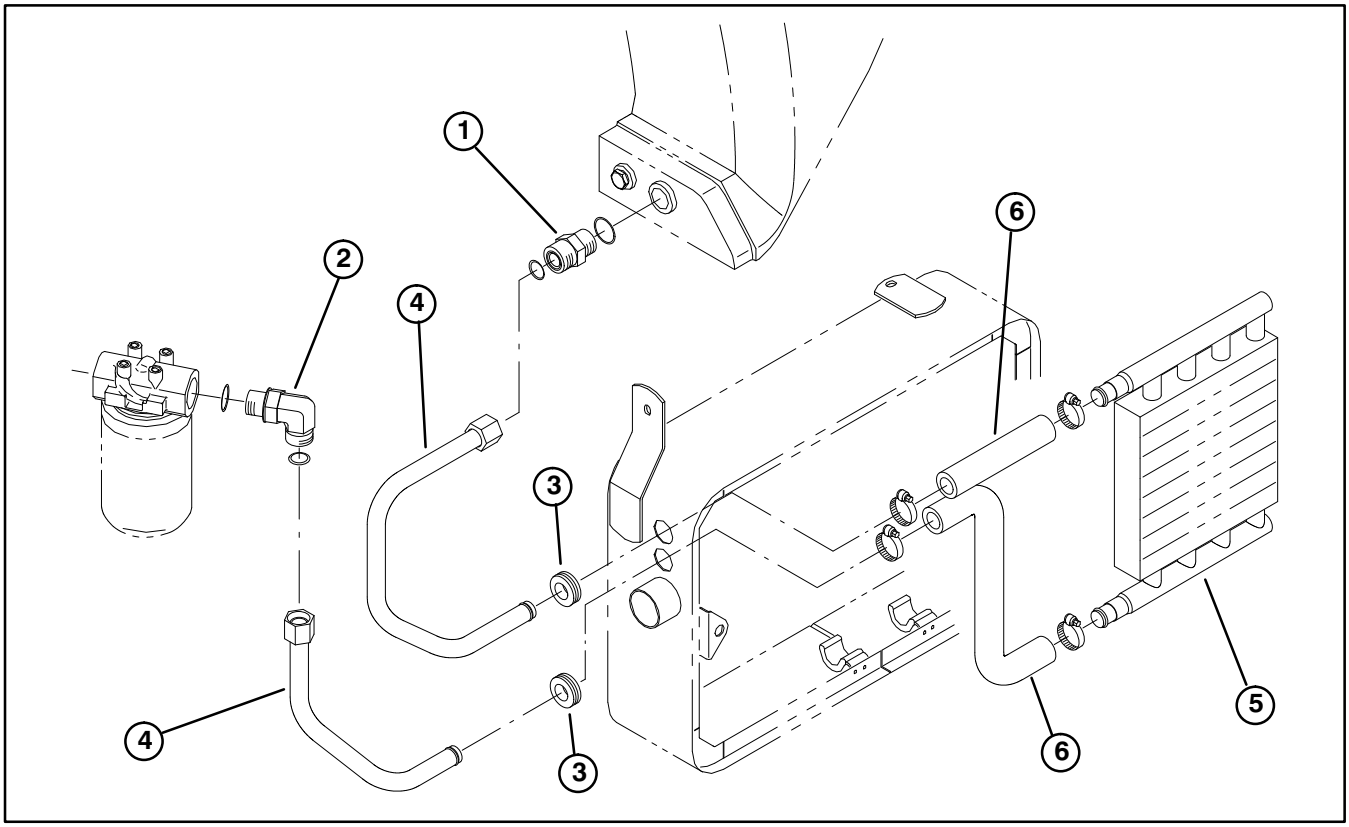

Figure 3
4. Mount a straight fitting w/ O−ring to hydraulic reservoir (Fig. 3).
5. Mount a 90° fitting w/ O−ring to hydraulic filter head. Position fitting as shown in figure 3.
8. Insert a rubber grommet into each hole in side of radiator (Fig. 3).
9. Mount a tube assembly w/O−ring to straight fitting on hydraulic reservoir while inserting other end of tube through upper grommet in side of radiator (Fig. 3).
10. Mount a tube assembly w/O−ring to elbow fitting on hydraulic filter head while inserting other end of tube through lower grommet in side of radiator (Fig. 3).
11. Assembly the (2) formed hoses to oil cooler with (2) hose clamps. Position hoses as shown in figure 3.
12. While hanging oil cooler onto J−hooks in radiator, secure formed hoses to tube assemblies with (2) hose clamps.